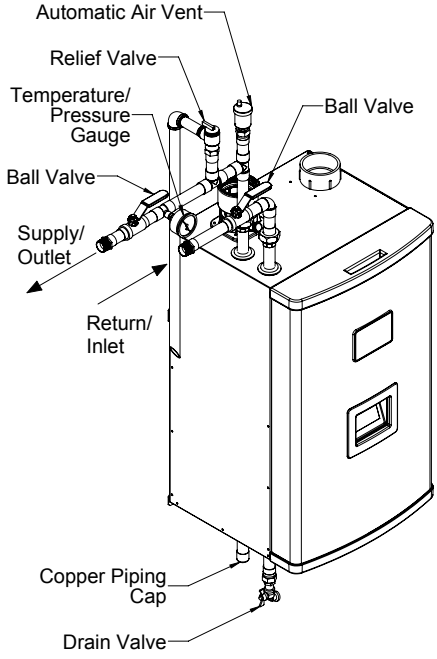

Figure 9.1: Near Boiler Piping
1) Relief Valve (Required) – The relief valve is shipped loose and must be installed in the location shown in Figure 9.1. ASME Section IV currently requires that this relief valve be installed above the heat exchanger as shown. Pipe the outlet of the relief valve to a location where water or stream will not create a hazard or cause property damage if the valve opens. The end of the discharge pipe must terminate in unthreaded pipe. If the relief valve discharge is not piped to a drain, it must terminate at least 6" above the floor. Do not run the discharge piping through an area that is prone to freezing. The termination of the relief valve must be in an area where it is not likely to become plugged by debris.
2) Gauge (Required) - Indicates supply water pressure and temperature. This gauge is shipped loose. Install it as shown in Figure 9.1.
10) Drain Valve (required) – Install the drain valve supplied as shown in Figure 9.1.